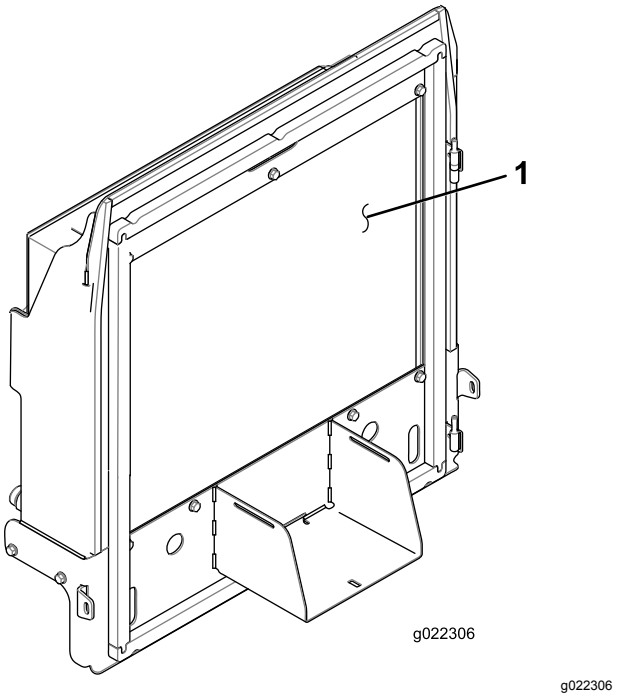

Figur 66
4. Rengør begge sider af kølergitteret og køleren/oliekøleren (Figur 66) grundigt med trykluft.